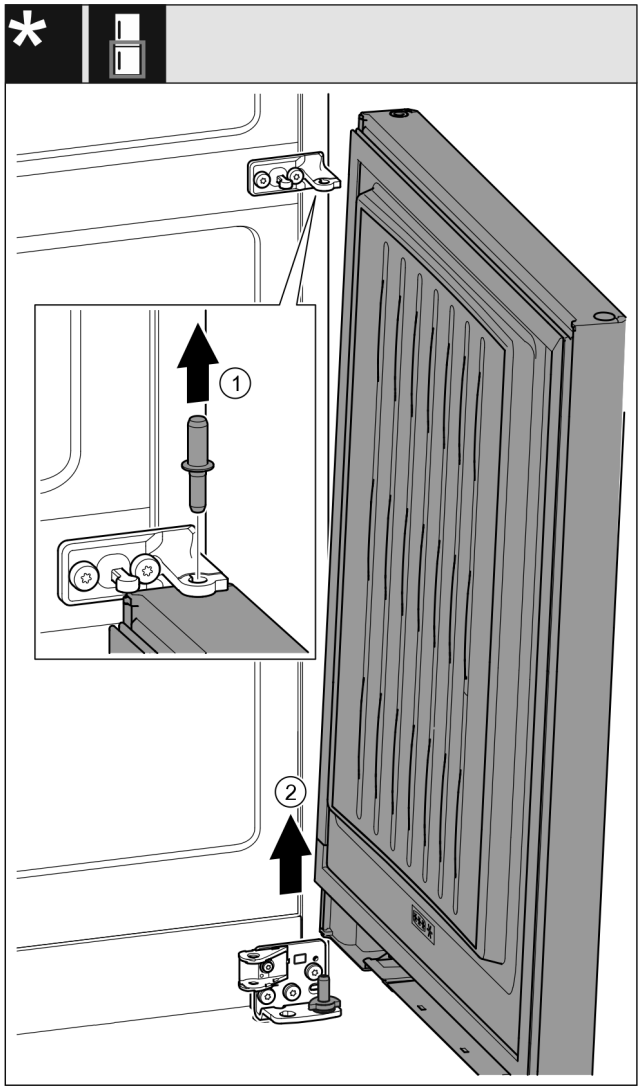

Fig. 32 Ar durvju amortizatoru*
▶ Izvelciet ārā tapu *Fig. 32 (1)* uz augšu.*
▶ Atvirziet durvis *Fig. 32 (2)*, pavelciet uz augšu un novietojiet malā.*